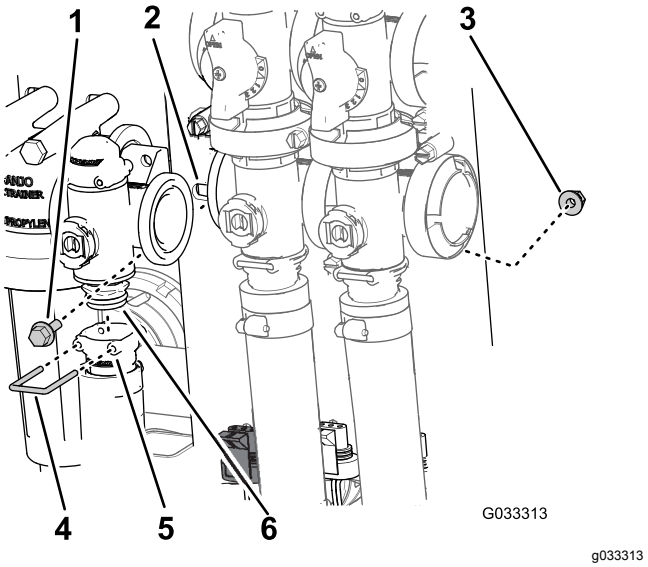

Figur 63
2. Afmonter den holder, der fastgør udgangsstudsen til hastighedsreguleringsventilens manifold (Figur 63).
3. Afmonter de to flangehovedbolte og to flangelåsemøtrikker, der fastgør hastighedsreguleringsventilen til ventilbeslaget, og afmonter ventilmanifolden fra maskinen (Figur 63).